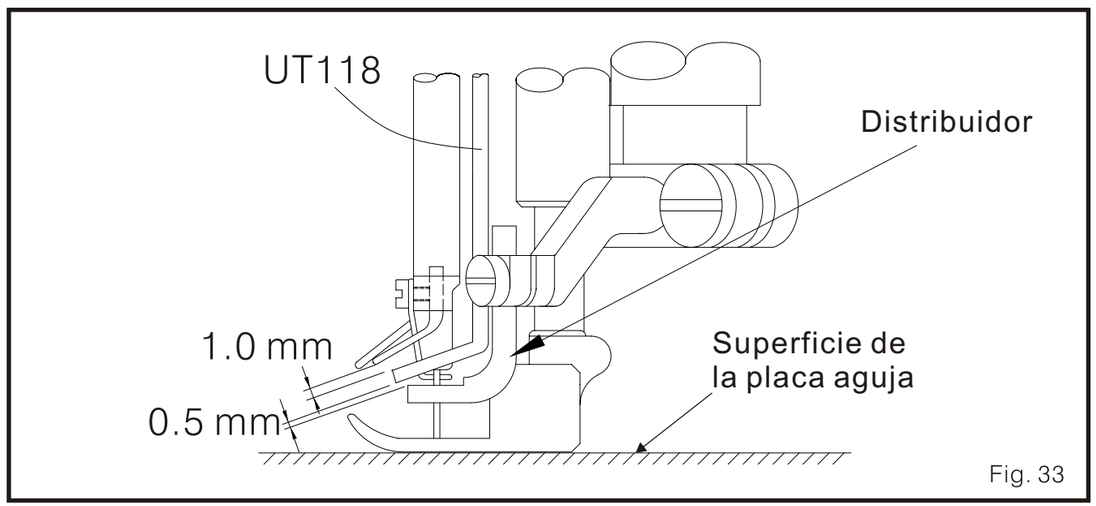

Fig. 33
(2) La posición de arriba y debajo del soporte de la cubierta del guía hilo: (Fig. 33)